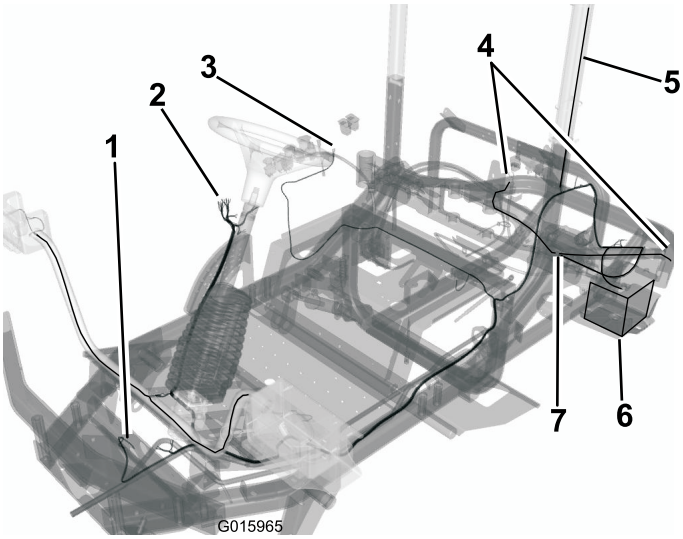

Figure 12
- Route the harness to horn and connect the two wires to the terminals (Figure 12).